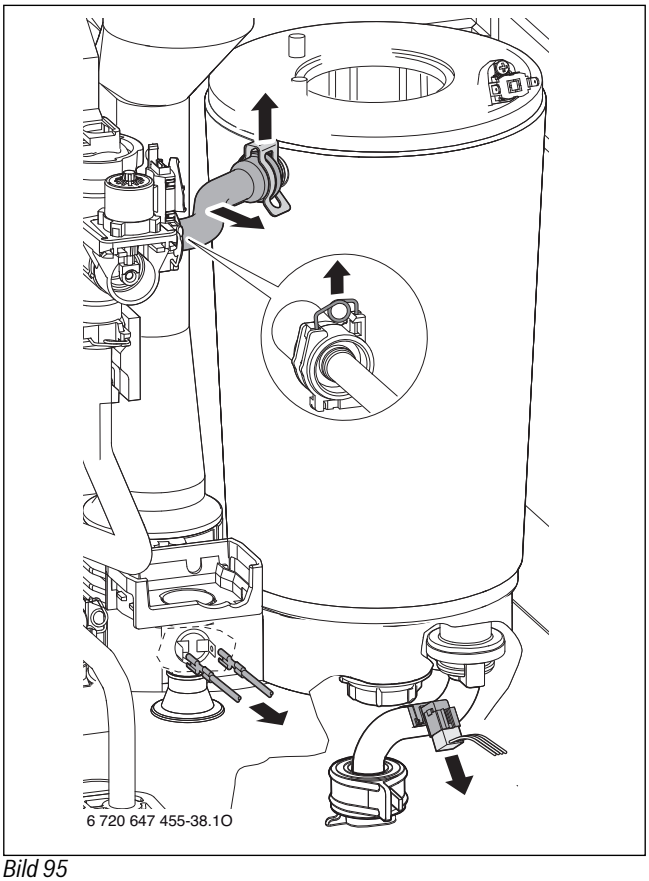

Bild 95
- ▶ Vorlaufrohr ausbauen (→ Bild 95).